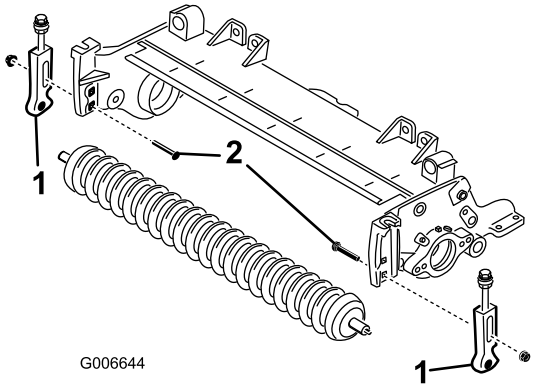

Figuur 19
12. Verwijder de slotbouten en moeren waarmee de maaihoogtebeugels aan de zijplaten van het maaidek zijn bevestigd (Figuur 19).
13. Draai de tapbouten en borgmoeren los waarmee de maaihoogtebeugels aan de voorrol-as zijn bevestigd (Figuur 19).
14. Verwijder de maaihoogtebeugels en de voorrol van de zijplaten van het maaidek (Figuur 19).